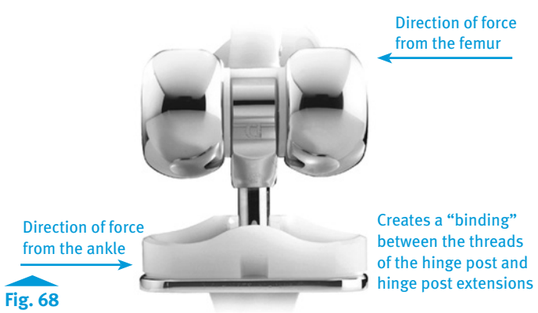

Fig. 68
- **Freedom of the Hinge Post Extension to rotate within the modular Hinge Post may be compromised by binding between the threads of the Hinge Post and Hinge Post Extension. This may occur when the tibial component is not aligned directly under the femoral component (Fig. 68), creating friction between the threads of the Hinge Post and Hinge Post Extension as the extension is inserted and turned. If the malalignment is significant, bending forces may increase to the point where, even though the torque wrench reads to the proper level, only a fraction of tightening force is being exerted to the screw threads and taper. *In this case, the 4˚ taper may not be fully locked. Adequate taper locking is critical to preventing disassembly.***